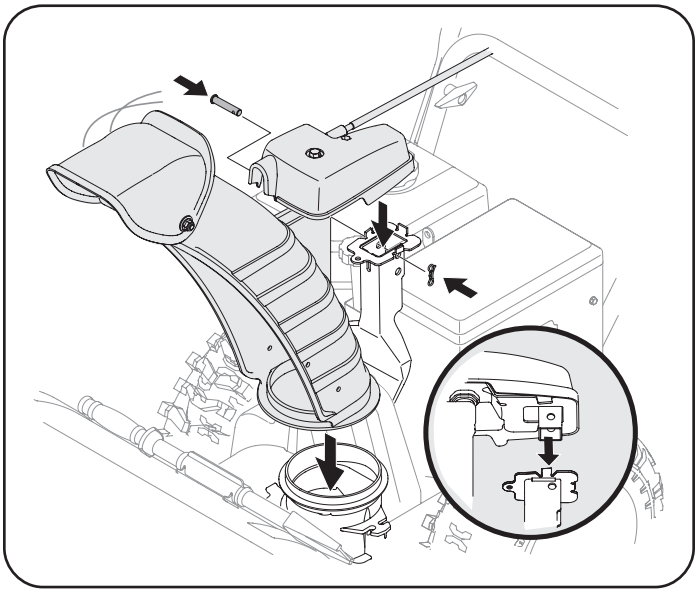

Figura 36
3. Coloque el canal sobre la base del canal y asegúrese de que la varilla de control del canal se encuentre debajo del panel de la manija. Sujete el cabezal de control del canal a la ménsula de soporte del canal con el pasador de horquilla (d) y el pasador de chaveta con unión curva (e) que extrajo en el Paso 1. Consulte Figura 36.